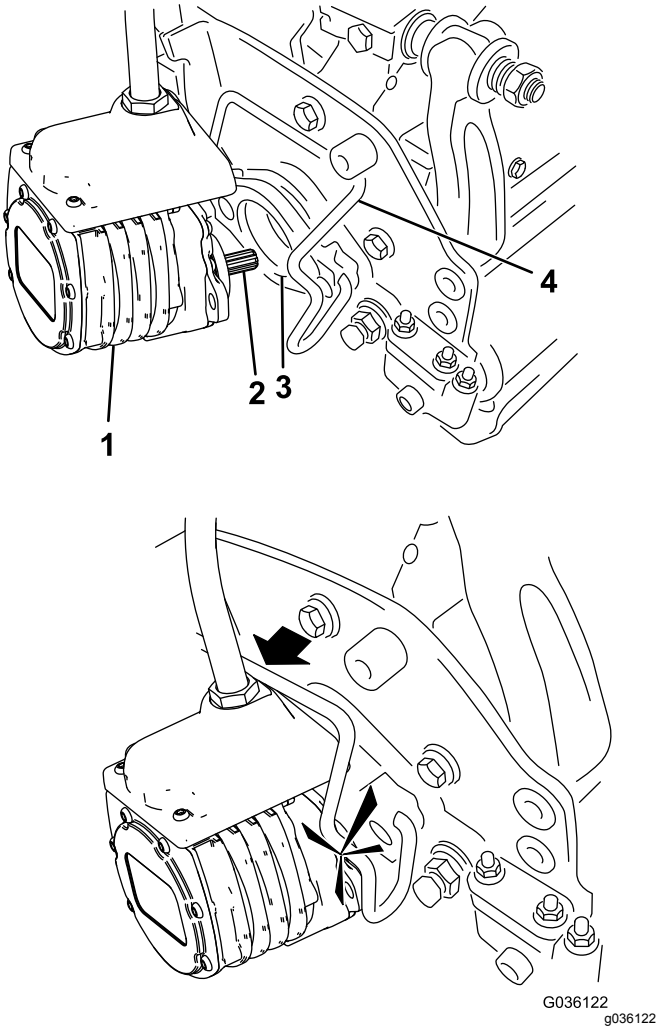

**Figuur 51**
6. Smeer schoon vet op de sleufas van de motor van het maaidek (Figuur 51).
7. Steek de motor in de linkerkant van het maaidek (gezien vanuit de bestuurdersstoel) en trek de motorbevestigingsstang op het maaidek in de richting van de motor totdat u aan beide kanten een klik hoort (Figuur 51).